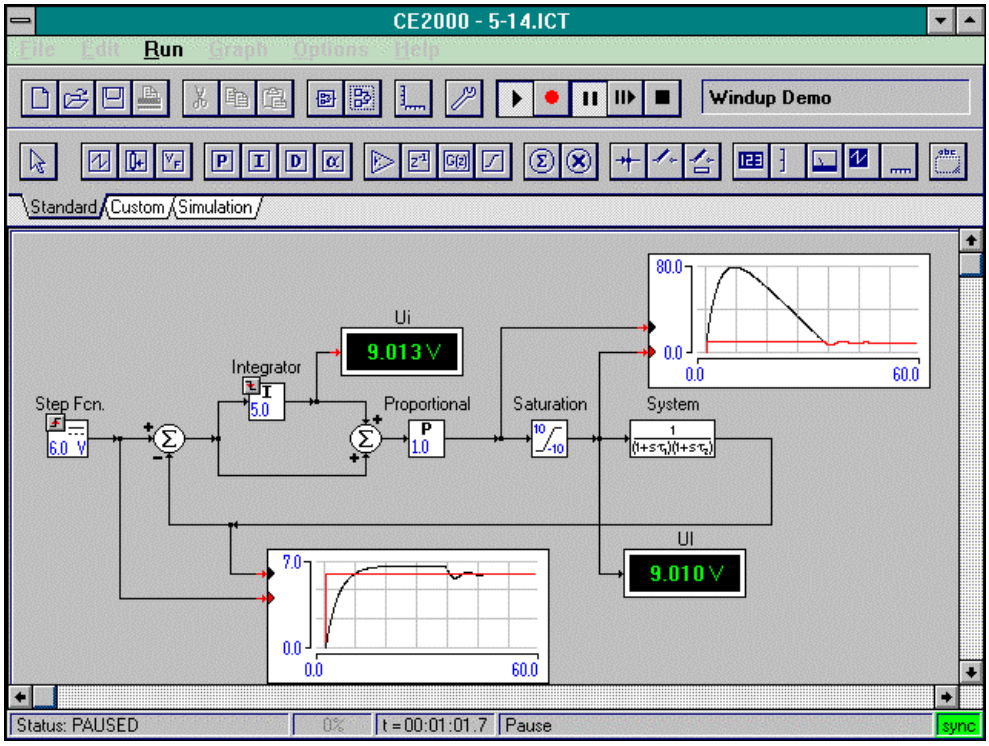
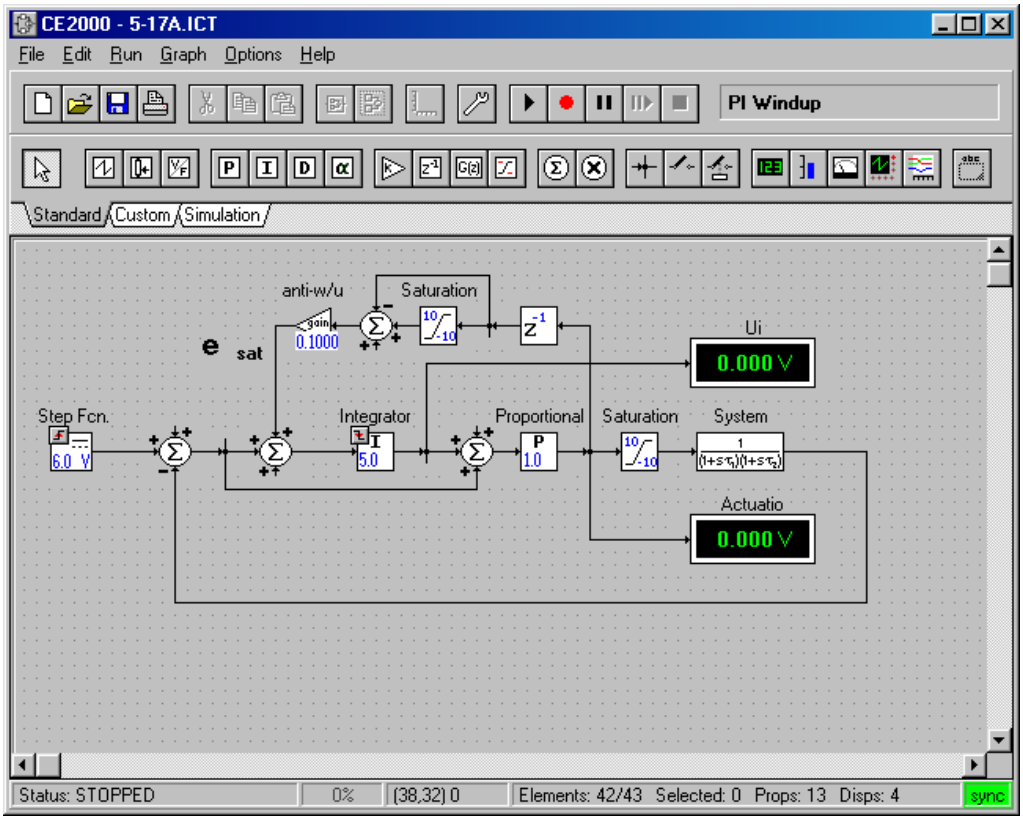
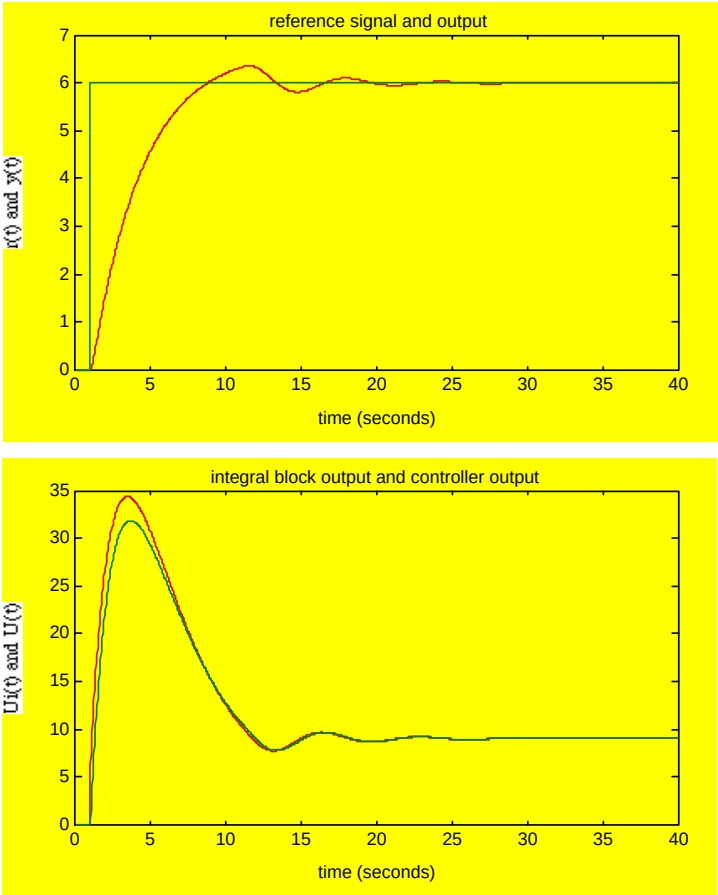

Figure 5. Wind-up in a PI control system
Figure 6. A PI control system with anti-wind-up loop
Figure 7 Anti-Wind-up for a PI Controller with anti-wind-up gain 0.1
All systems have limits on the maximum and minimum control signals that the actuators can accept. This is normal, but most control system design methods ignore this. Happily, in three term control saturation can be compensated in a simple way. For example, when integral action is used in a system with saturation a phenomenon of 'wind-up' will happen. When the integrator output signal is greater than the saturation level, then the system output is also limited and the error signal that is driving the controller cannot reduce. The integrator 'thinks' it needs to do more and continues to increase, or wind-up, with no limit on how big the control signal can become. This can continue for a long time and cause the controller to behave badly. One way to stop this is to reset the output of the integrator to zero at periodic times. Most commercial controllers will have an 'integral reset' feature for this – the other way is to use anti-windup. Look at figure 5 to see what windup can do in a proportional plus integral controller (PI) applied to a system which has a saturating actuator. You can see the saturation block in the CE2000 simulation between the proportional block and the simulated second order system block. The saturation limits the maximum input to the system to between -10 volts and 10 volts. Between these limits the actuator supplies an output which is proportional to the input voltage. The maximum actuator output is reached for an input voltage of 10 volts and for inputs greater than 10 volts the actuator output remains at 10v. The minimum actuator output is –10v. Thus for actuator inputs less than -10 volts the actuator output remains at –10v. Limiting actuators or input saturation occurs in all control systems because there is always a maximum and minimum limit on control signals. The problem is a common problem in process systems such as fluid level and flow control where valves and flow are one-way, but also electro-mechanical Servo Systems have this problem.
What is the problem in figure 5? The limits on the output of a saturating actuator introduces a non-linearity into the control system so when the control error increases and the actuator output reaches the upper operating limit then changes in the error signal have no effect upon the control signal and the integrator output will continue to grow. Because of the saturation this growth is not fed through the system and hence the controller cannot supply a corrective action. The growth in the integral block output is called 'wind-up' and is a problem because the output of the integral block can become very large before the error sign changes. In such cases the error must stay negative for a long time to 'unwind' the integrator and the system settling time is large.
In the simulation block diagram (figure 6) I have added an anti-wind-up loop to a PI controller. The anti-wind-up loop uses a saturation block with the same limits as the saturation in the real system and generates a signal e_{sat}. The function of e_{sat} is to prevent the integrator increasing when the actuator is saturated. When the actuator is not saturated the signal e_{sat} is zero and does not effect the controller. When the actuator is saturated then e_{sat} is non-zero and is fed back in a way to reduce the input to the integrator until e_{sat} is zero, this reduces the controller output until it equals the saturation limit and stops wind-up. The response of the anti-wind-up loop is determined by the value of the gain in the block labelled **anti-w/u** in figure 6.
Figure 7 shows the response of the simulation in figure 6 with an anti-windup gain of 0.1. Without anti-wind-up the controller output 'winds up' to almost 80 (see the chart at the top right of figure 5) and the
output reaches the reference only after between 40 and 50 seconds. In figure 7 the maximum control signal is 30 and the output reaches the reference value between 10 and 15 seconds.